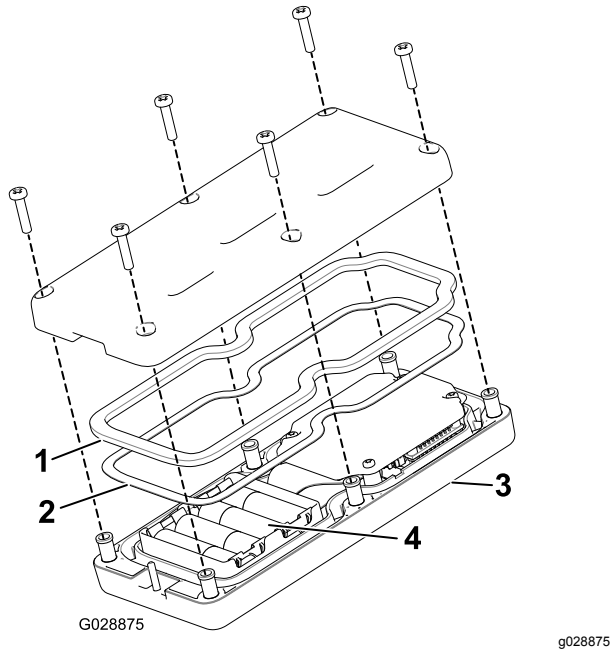

Figur 12
2. Sätt i alla batterier i facket och tänk på polariteten. (Enheten skadas inte om batterierna sätts i fel, men den fungerar inte.) Det finns polaritetsmarkeringar i facket för varje terminal (Figur 12).
3. Se till att stålpackningen och gummitätningen sitter i kanalen i handkontrollen och sätt tillbaka det bakre locket (Figur 12).
4. Fäst locket med 6 skruvar (Figur 12) och dra åt dem till 1,5–1,7 Nm.